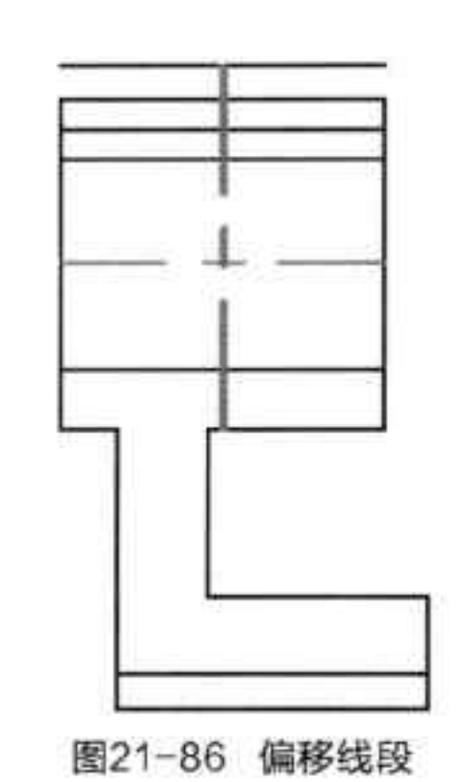

图21-86 偏移线段
Step 07 执行“偏移”命令，将顶部的线段，向下偏移 6，如图 21-86 所示。